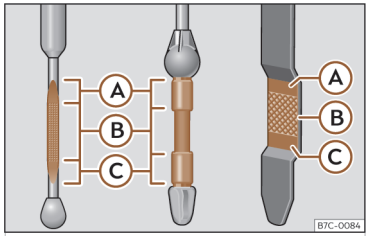

Abb. 215 Ölmessstab
Legende zur ››› **(Abb. 215)**:
- Den Messstab anschließend wieder herausziehen und den Ölstand ablesen ››› **(Abb. 215)**. Füllen Sie gegebenenfalls Motoröl nach.
- Wenn der Ölstand mindestens den Bereich ››› (Abb. 215) Ⓑ erreicht hat, vorsichtig den Deckel des Einfüllstutzen aufschrauben ››› ⓘ.